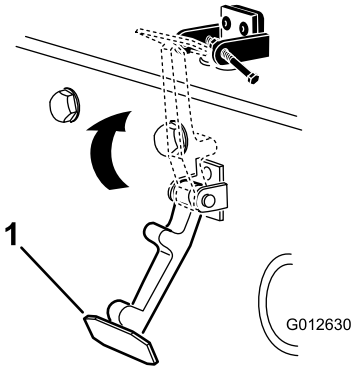

Figur 7
6. Sæt låsen fast på hjelmlåsebeslaget (Figur 7).